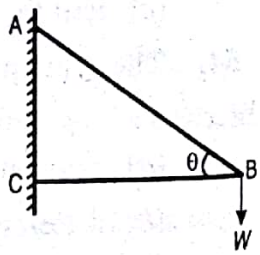

Fig. 1.41
62. The force induced in the string AB due to the load W, as shown in Fig. 1.41, is
63. The force induced in the string BC due to the load W as shown in Fig. 1.41, is